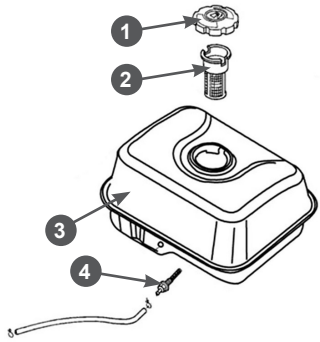
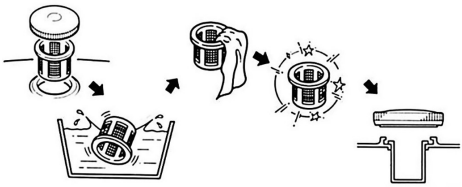

Рис. 20 Обслуживание топливных фильтров
Рис. 21 Обслуживание фильтра топливного бака
В топливном баке установлены два сетчатых топливных фильтра. Один фильтр устанавливается в заливной горловине топливного бака. Второй фильтр конструктивно объединен со штуцером топливного бака и установлен внутри бака (Рис. 20).
Топливный фильтр 2 (Рис. 20), установленный в горловине бака, проверяйте при каждой заправке бака топливом. При необходимости вынимайте сетчатый фильтр из бака и производите его очистку (Рис. 21). Регулярно проверяйте целостность сетчатого фильтра, при обнаружении механических повреждений замените сетчатый фильтр.
Через каждые 300 часов работы необходимо производить очистку топливного бака от грязи и конденсата. Одновременно с очисткой топливного бака необходимо проверять и очищать фильтр 4, установленный внутри бака (Рис. 20). Поврежденный или сильно загрязненный фильтр необходимо заменить.
3. Выкрутите из топливного бака выходной штуцер 4 и произведите его очистку (Рис. 20). Внимательно осмотрите сетчатый фильтр. При обнаружении механических повреждений замените штуцер топливного бака.